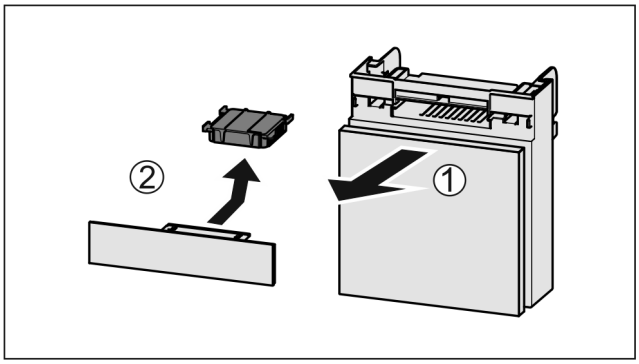

Fig. 145
▶ Extrageți *Fig. 145 (1)* compartimentul către înainte.
▶ Scoateți *Fig. 145 (2)* filtrul de cărbune activ.